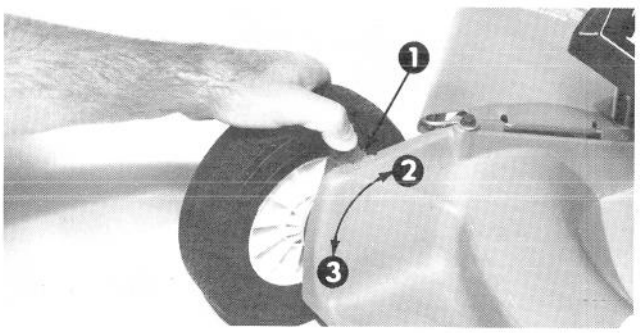

Figure 8
Height-of-Cut Adjuster (Fig. 8) – The height-of-cut adjuster controls the height of the mower for cutting.
2. Place thumb against height-of-cut adjuster and fingers on outside of wheel (Fig. 8).